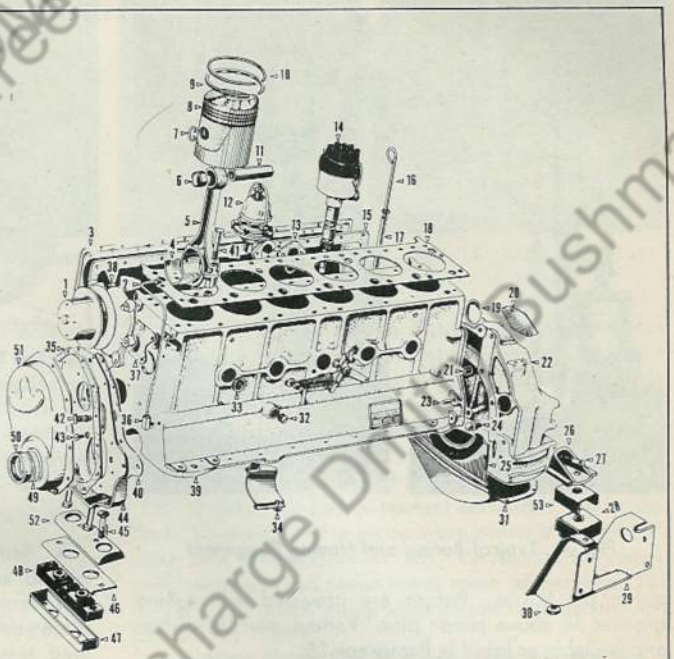

Fig. 3 Disassembled View of Cylinder Block and Piston Parts
2. Install connecting rod and piston assembly in top of cylinder bore with oil spray hole in rod facing toward camshaft side of engine. Use a suitable ring compressor. Piston step head is opposite camshaft. Correct relation of piston to cylinder block is indicated in Fig. 3.